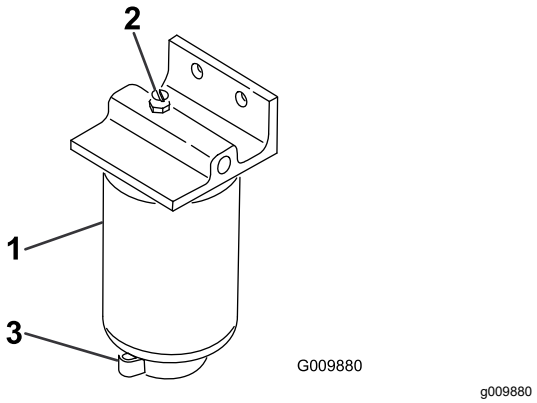

Figuur 57
2. Draai de aftapplug onder de filterbus los (Figuur 57).
1. Reinig de omgeving van de plaats waar de filterbus wordt gemonteerd (Figuur 57).